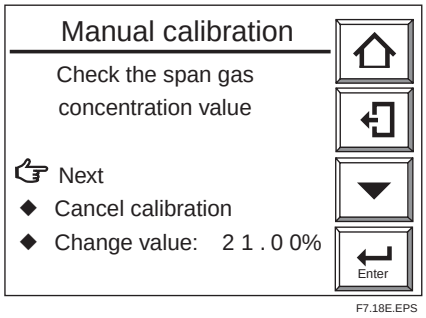

Figure 7.18 Manual Calibration
(2) Press the [Enter] key to select span-gas calibration. The Manual calibration display shown in Figure 7.18 then appears. Check that the oxygen concentration for the span gas in this display coincides with the oxygen concentration in the calibration gas actually used. If the check results are assumed to be OK, select Next in the Manual calibration display.